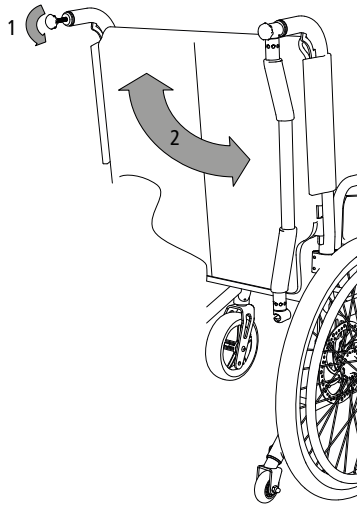

afb. 27
1. Draai hiervoor de stervormige draaibout zo ver los (1, afb. 27) dat het plastic gedeelte uit de uitsparing steekt.
2. Vervolgens kunt u de duwstang aan de zijkant naar beneden draaien (2, afb. 27). De duwstang is nu ontgrendeld en de rolstoel kan worden opgeklapt. Voor het vergrendelen van de duwstang voert u deze stappen in omgekeerde volgorde uit.